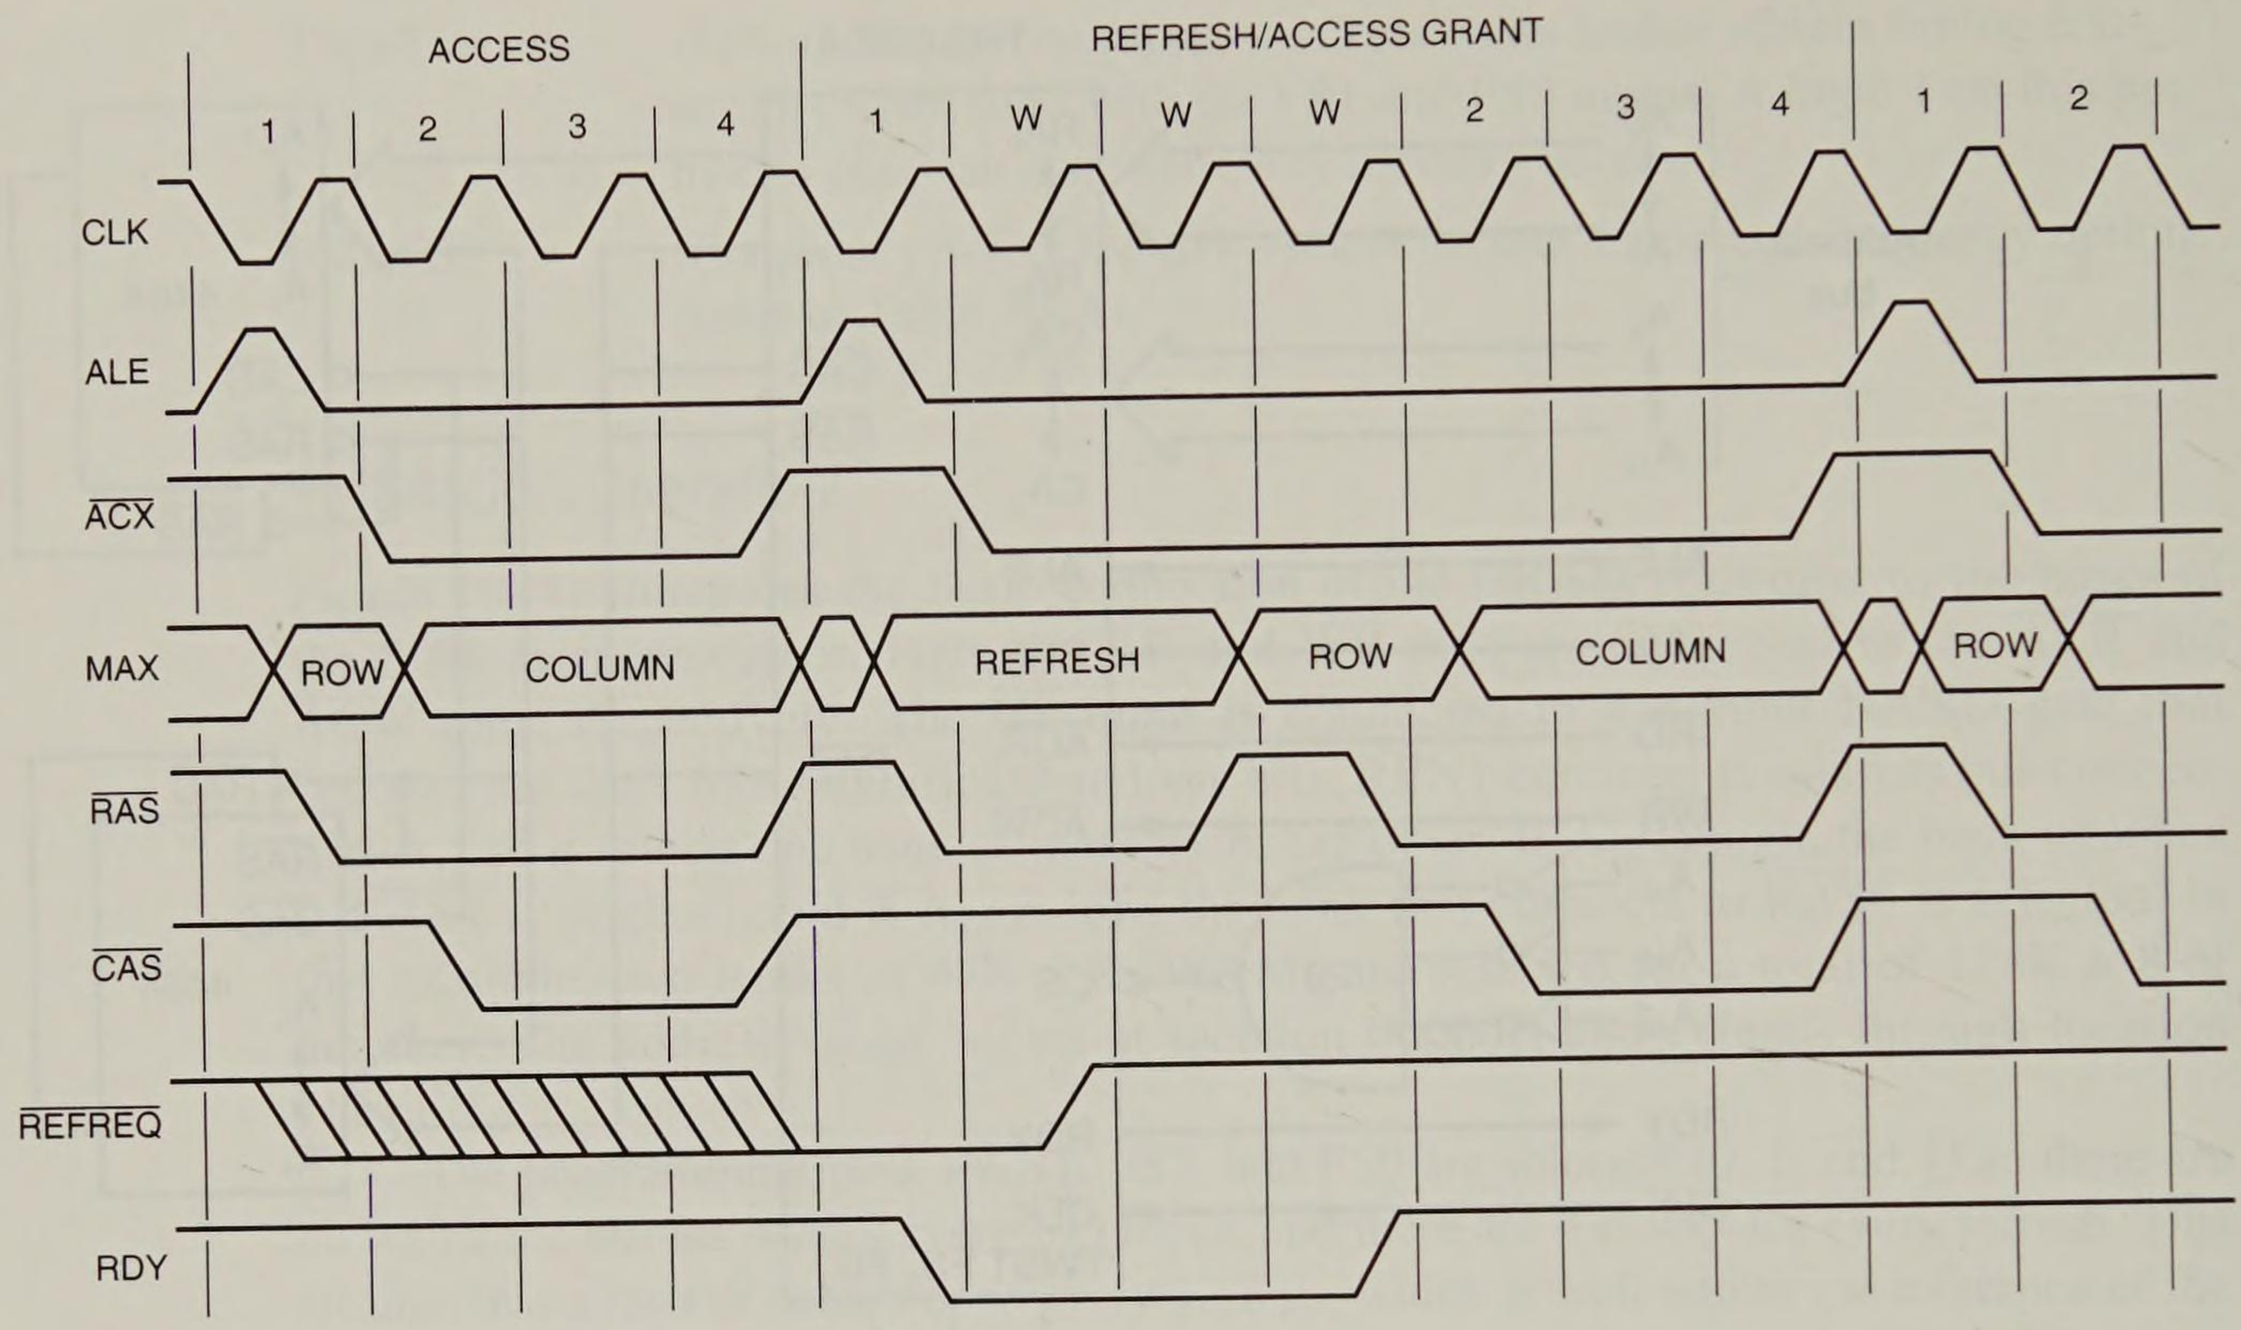

**FIGURE 10–43** The timing for the TMS4500A dynamic RAM controller. (Courtesy of Texas Instruments Corporation)
**FIGURE 10–42** The TMS4500A DRAM controller used to interface to 128K bytes of DRAM. Here, four TMS4464 DRAMs provide the memory located at locations 00000H–1FFFFH.
Figure 10–44 illustrates a 1M × 9 SIMM* (*single in-line memory module*) that contains 10 address pins which are provided with a 20-bit multiplexed address. The $\overline{CAS}$ and $\overline{RAS}$ inputs are used to select ($\overline{CAS}$) and strobe addresses into the memory module. The $\overline{CAS}_9$ input selects the ninth parity bit. This device is also available as a 1M × 8 memory module, the 421000C8. The pins for the ninth parity bit on the 42100C9 are not connected on the 421000C8, and only 8 memory devices are present.
Figure 10–45 illustrates an 8M × 8 memory system designed for either the 80386DX or 80486 microprocessor. This system does not illustrate the the circuit that generates the $\overline{CAS}$ and $\overline{RAS}$ signals, but does show the address multiplexer. Notice again that the PAL16L8s are used (see Example 10–11) to develop the bank write strobe signals, and also to decode the memory address. Here the memory system is decoded to provide an 8M byte memory from location 00000000H through 007FFFFFH